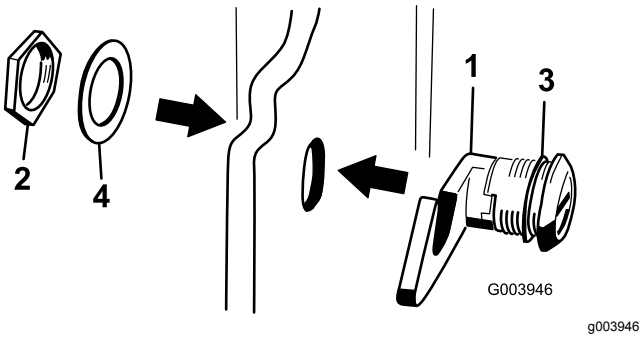

Figur 20
3. Fjern mutteren fra panserlåsenheten (Figur 20).